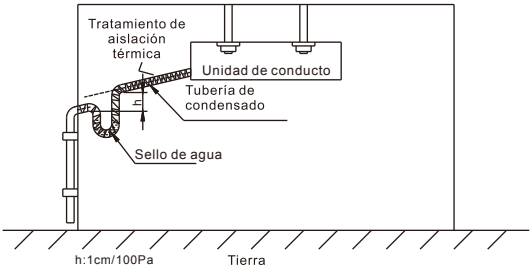

Fig. 18
- Después de la instalación de los tubos de condensado, deben realizarse pruebas de fugas vertiendo un poco de agua para confirmar que no haya fugas en ningún punto de conexión y que el drenaje sea suave. Para la instalación, por favor consulte la Fig.18: